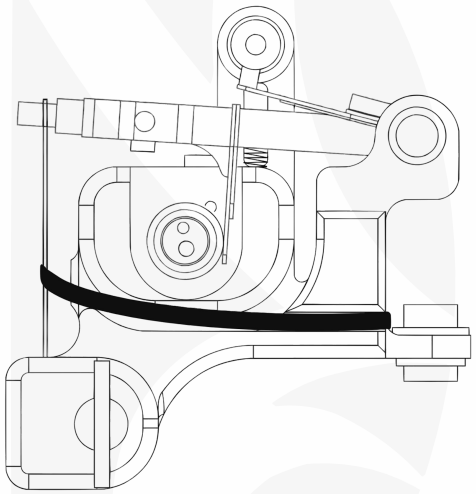

***Fig 4**: Placement de l'élastique pour ajuster la tension de l'aiguille*
- **Instruction :** Placez **l'élastique** comme indiqué sur l'image pour régler avec précision **la tension de l'aiguille**. (Fig. 4)